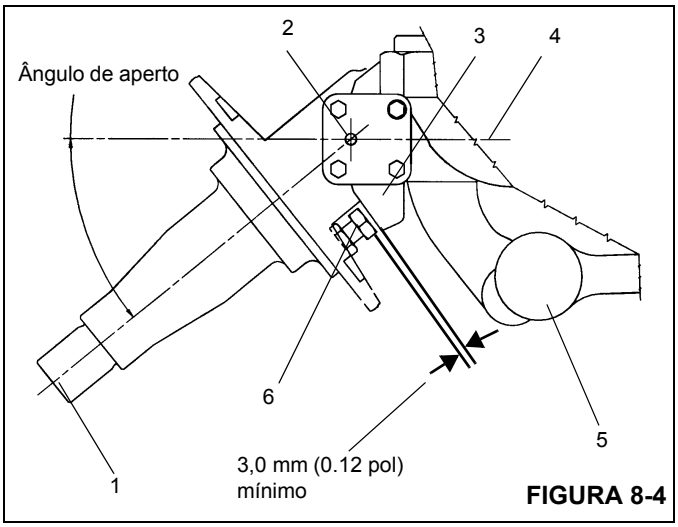

FIGURA 8-4
2. Ajuste os parafusos dos batentes dos eixos (consulte a Figura 8-4) no primeiro eixo dianteiro. Os parafusos devem ser ajustados para dentro ou para fora, conforme necessário, para obter uma medida de no mínimo 3,0 mm (0.12 pol.), do batente do eixo rígido até a parte superior da cabeça do parafuso (consulte a Figura 8-4).